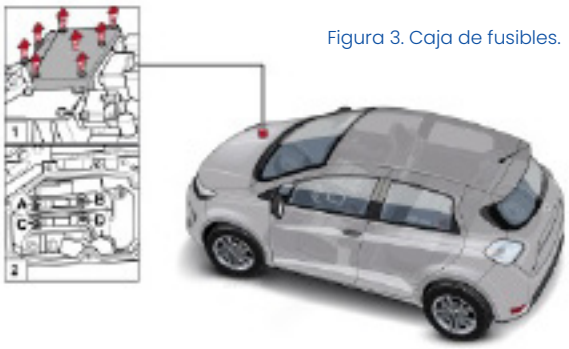

Figura 3. Caja de fusibles.
16) Desmontar la **tapa de acceso** de la caja de fusibles del cargador del vehículo eléctrico figura 3.
18) Montar la tapa de acceso de la caja de fusibles del cargador del vehículo eléctrico con una junta nueva figura 3.